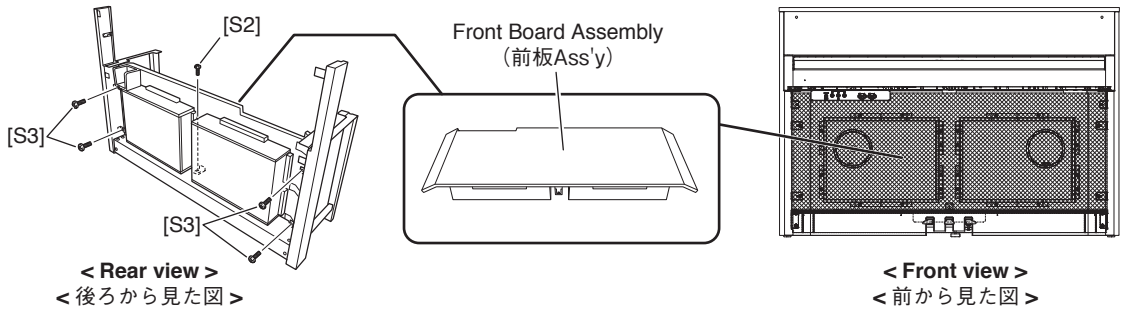

Fig.21（図 21）
24-3 From the rear side, remove the four (4) screws marked [S3] and the screw marked [S2]. (Fig.21)
24-4 From the front side, pull out the front board assembly to remove it. (Fig.21)
24-3 後側から [S3] のネジ 4 本と [S2] のネジ 1 本を外します。(図 21)
24-4 前側から前板 Ass'y を引っ張り出し外します。(図 21)